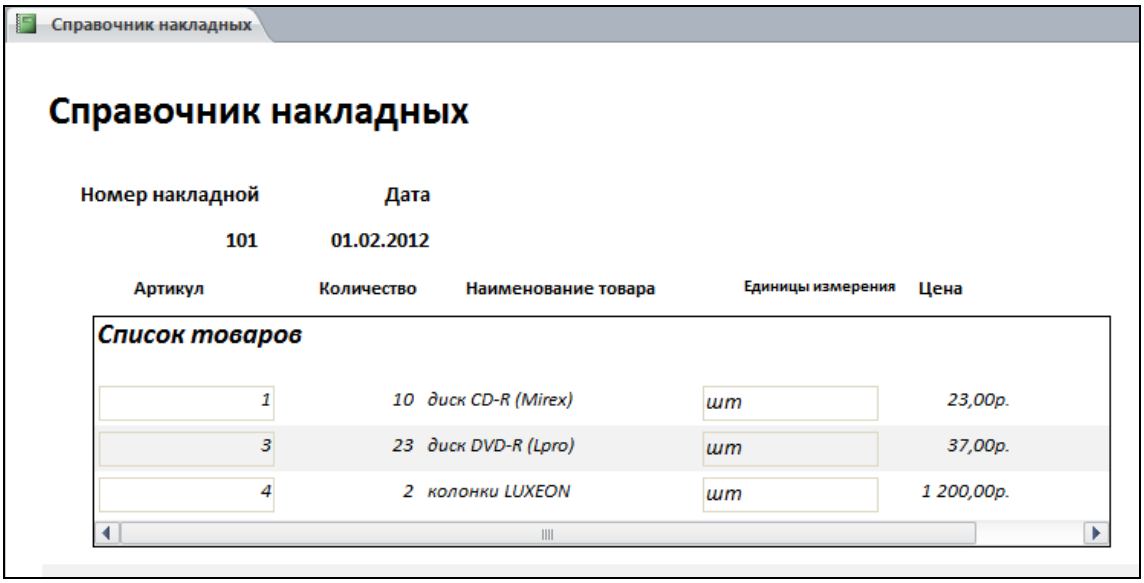

Рис. 5.29. Отчет с подчиненным отчетом
7. В режиме предварительного просмотра отчет примет вид, представленный на рис. 5.29.